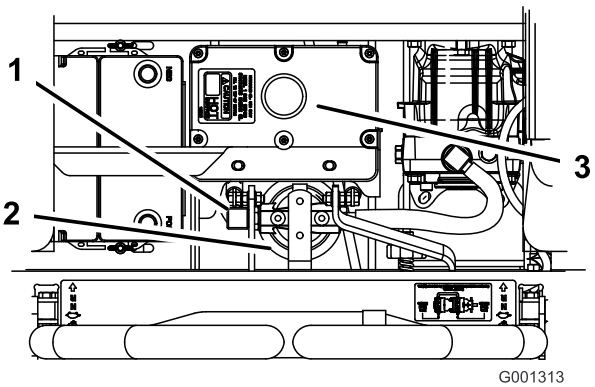

Figura 71
4. Retire el manguito hidráulico de la derecha a su entrada en el adaptador (Figura 71).
6. Vuelva a instalar el manguito hidráulico de la derecha en el adaptador (Figura 71).